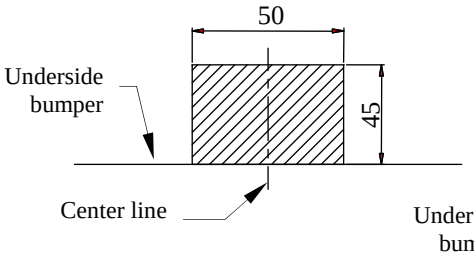

Fig. 2 Bumper cut out Ford Maverick
3. In chassis members are small elements which can make some problems when You try to put side brackets (pos. 7 and 8). Bend him.
4. Slip side brackets (pos. 7 and 8) and fix it to chassis members through original holes pos. A and fish-plates pos. 6 using bolts M12x40mm (pos. 10) – loosely.
5. Between mounted brackets put body of the towbar (pos. 1) and fix it by bolts M12x40mm (pos. 10). Tighten all bolts.
7. In central part of towbar fix bumper handles (pos. 5) using bolts M8x25mm (pos. 12) and below the car through holes B using bolts M10x25mm (pos. 11).
8. Assemble the rear bumper after cut out fragment according to figure 2 or 3. Next fix bumper to the towbar using two bolts M5x20mm (pos. 13).
10. Fix tow-ball (pos. 2) and socket plate (pos. 3) by bolts M12x75mm (pos. 9) from equipment.